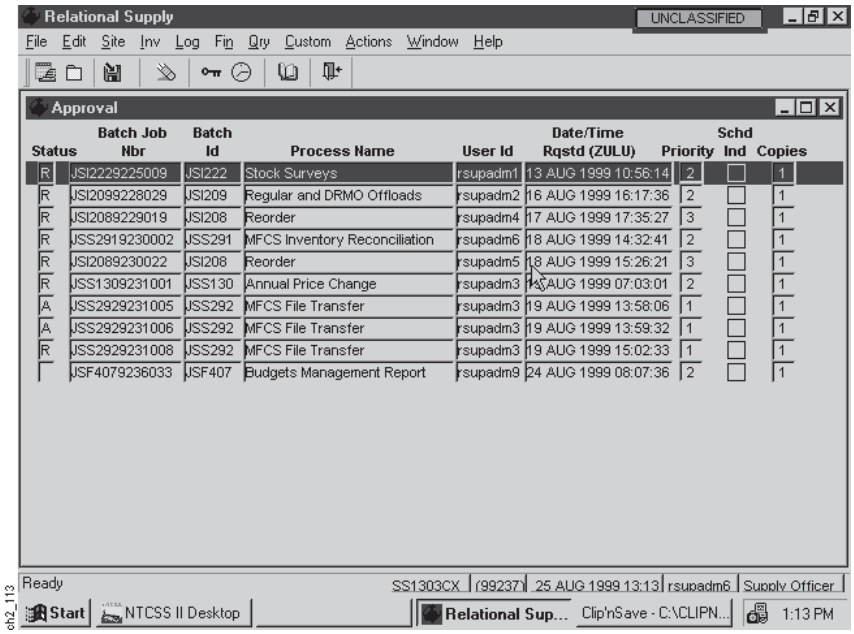

Figure 2-133
(2) Step 2. Select the record that you want to change from the list that appears on the Approval Screen above (Figure 2-133).